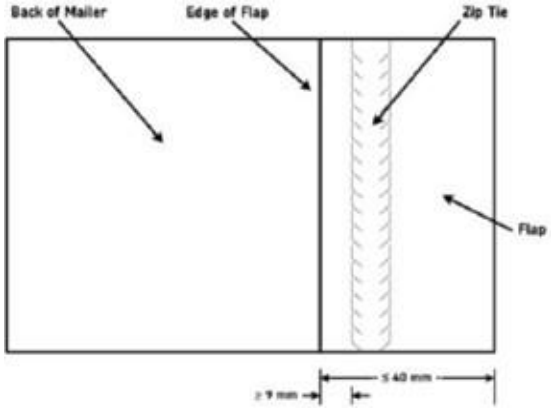

Figure 11 Perforation positioning
- The zip tie is located on a flap that is ≤ 40mm wide, as illustrated in **Figure 11** and
- The zip tie is positioned ≥ 9mm from the edge of the flap, as illustrated in **Figure 11**